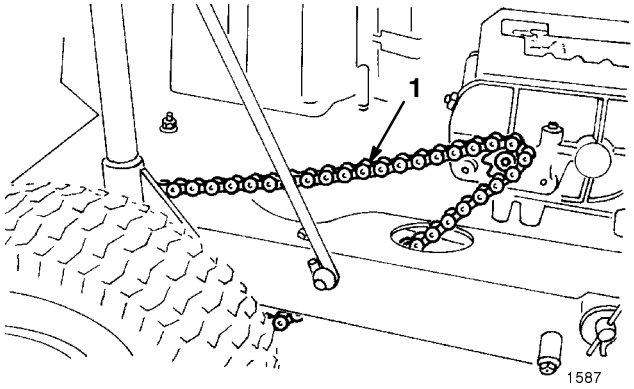
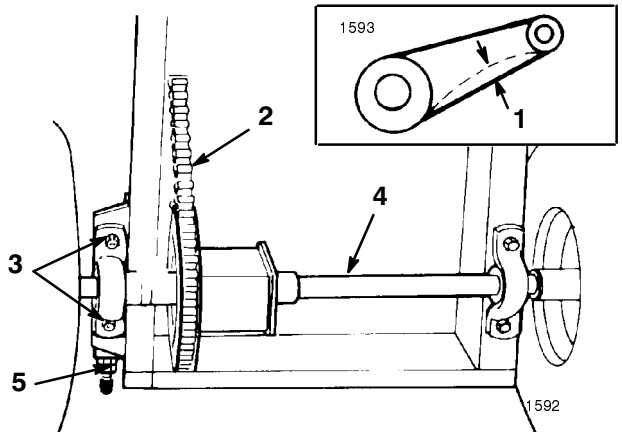

Figure 27
Figure 28
2. Pour contrôler la tension de la chaîne, appuyer sur la chaîne à mi-course dans un sens puis dans l’autre (Fig. 27). Le battement total doit être de 3 mm (1/8”) (Fig. 28). Si l’on obtient un résultat différent, régler la chaîne comme expliqué aux étapes 3 à 13.
8. Desserrer le contre-écrou arrière du tendeur de chaîne (Fig. 28).
11. L’essieu différentiel doit être parallèle à l’arrière du châssis. Mesurer la distance du centre de chaque palier à l’arrière du châssis (Fig. 28). Si les deux distances diffèrent de plus de 3 mm (1/8”), l’essieu différentiel n’est pas parallèle au châssis, et sa position doit être corrigée.